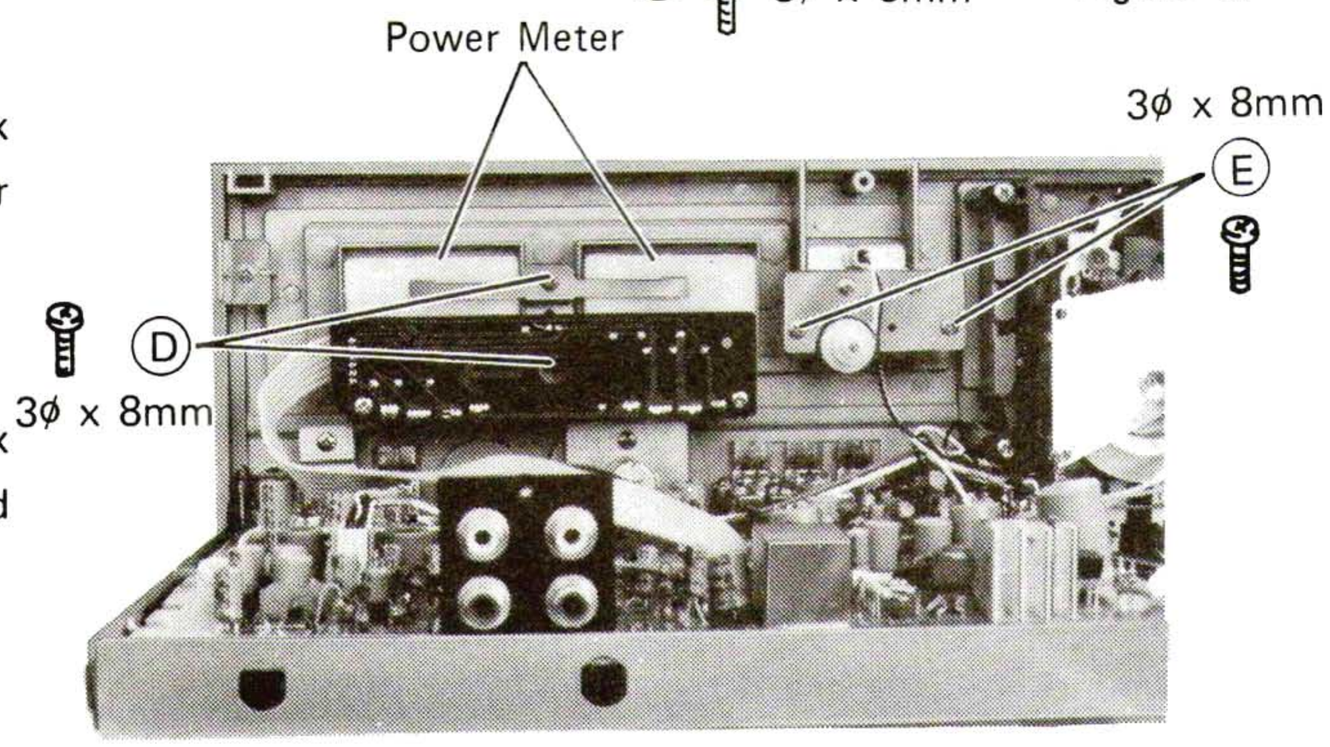

Figure 7.
1. Remove the meter by removing 2 screws (D) (3ϕ x 8mm, Tapping) which secure the panel and meter mounting board. (See figure 7.)
1. Remove the counter by removing 2 screws (E) (3ϕ x 8mm, Tapping) which secure counter mounting board and the panel. (See figure 7.)